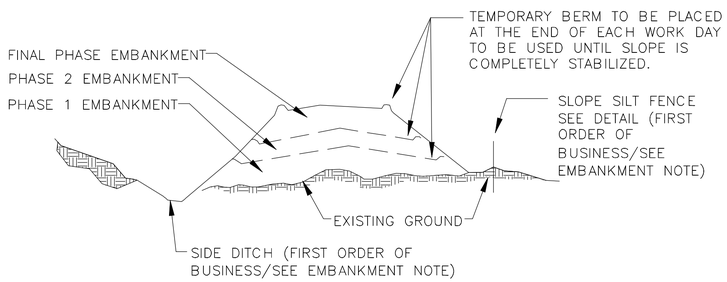

FIGURE 5 INCREMENTAL STABILIZATION – FILL
iv. CONSTRUCTION SEQUENCE: REFER TO FIGURE 5 (BELOW).
a. EXCAVATE AND STABILIZE ALL TEMPORARY SWALES, SIDE DITCHES, OR BERMS THAT WILL BE USED TO DIVERT RUNOFF AROUND THE FILL. CONSTRUCT SLOPE SILT FENCE ON LOW SIDE OF FILL AS SHOWN IN FIGURE 5. UNLESS OTHER METHODS ON THE PLANS ADDRESS THIS AREA.
i. THE APPROPRIATE PLANT HARDINESS ZONE (FROM FIGURE 5) AND ENTER THEM IN THE TEMPORARY SEEDING SUMMARY ON SHEET 75, ALONG WITH APPLICATION RATES, SEEDING DATES AND SEEDING DEPTHS.